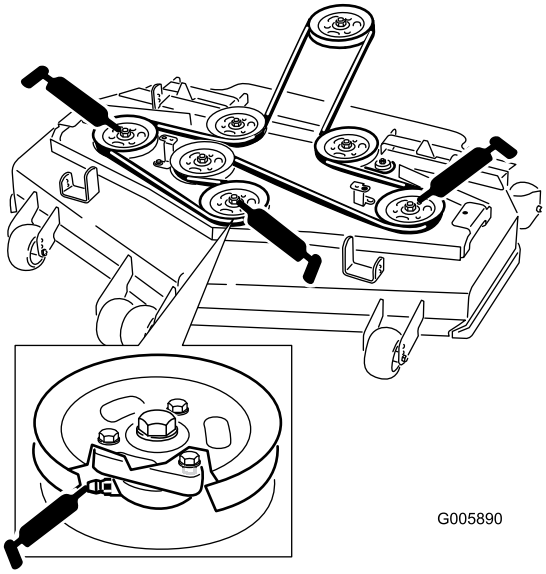

**Figuur 25**
4. Smeer de drie aslagers onder de poelies totdat er vet bij de onderste afdichtingen naar buiten komt (Figuur 25).
5. Pomp vet in de smeernippels op de duwarmen (Figuur 25).